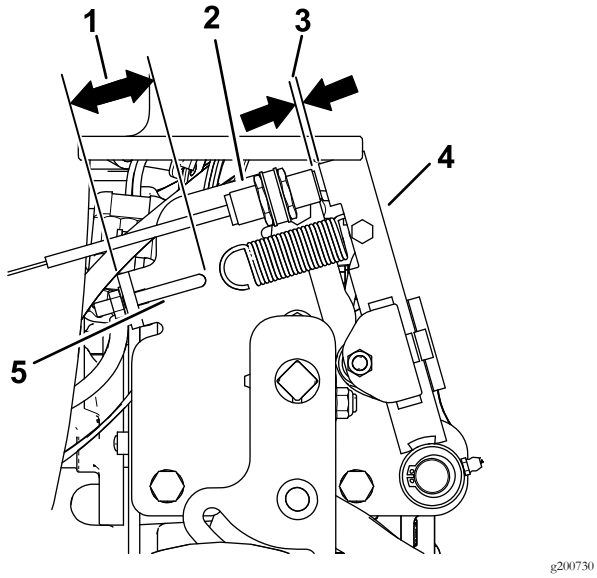

Figura 7
1. Regolate la tensione delle molle, come illustrato nella Figura 7.
2. Regolate l'interruttore di folle, come illustrato nella Figura 7.